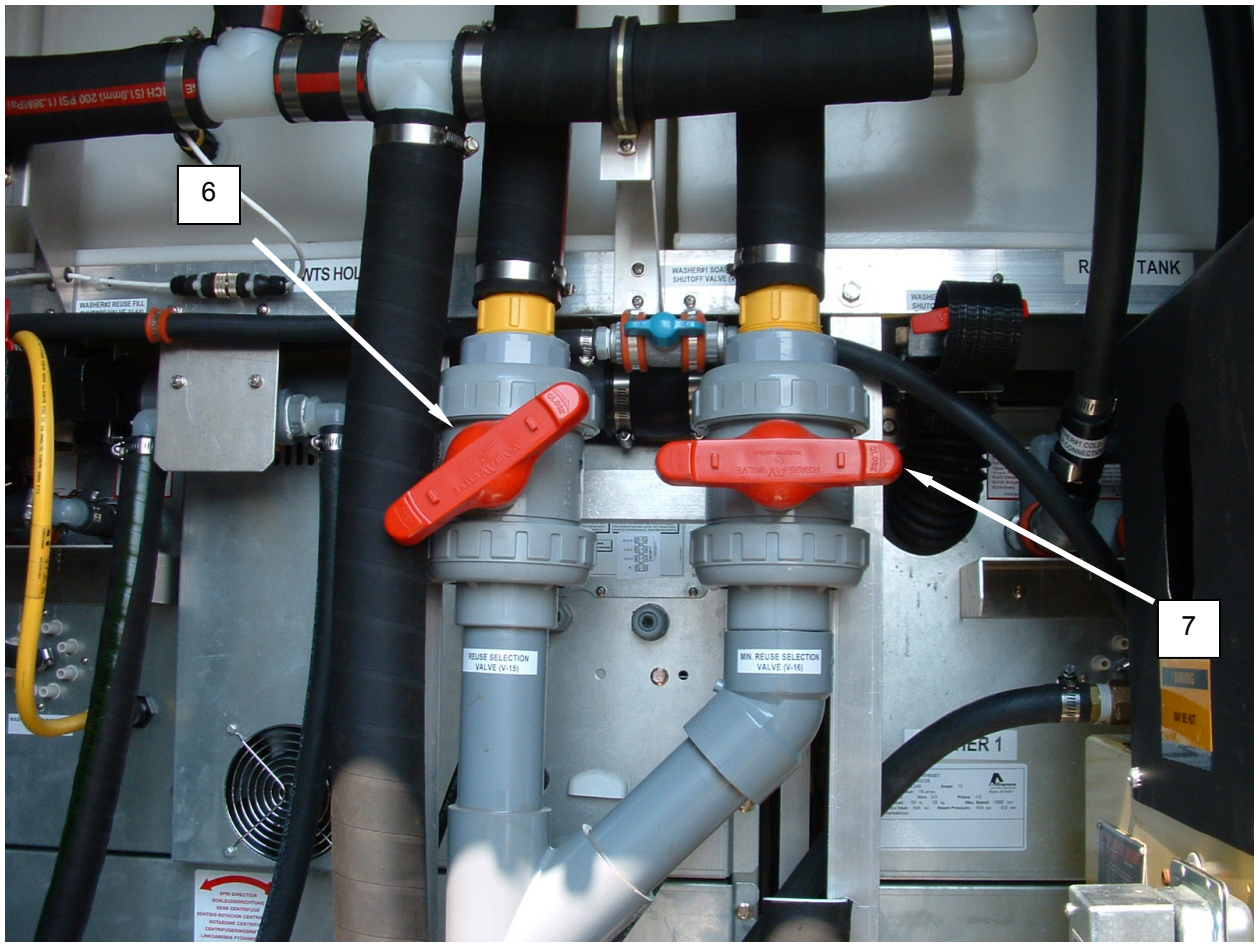
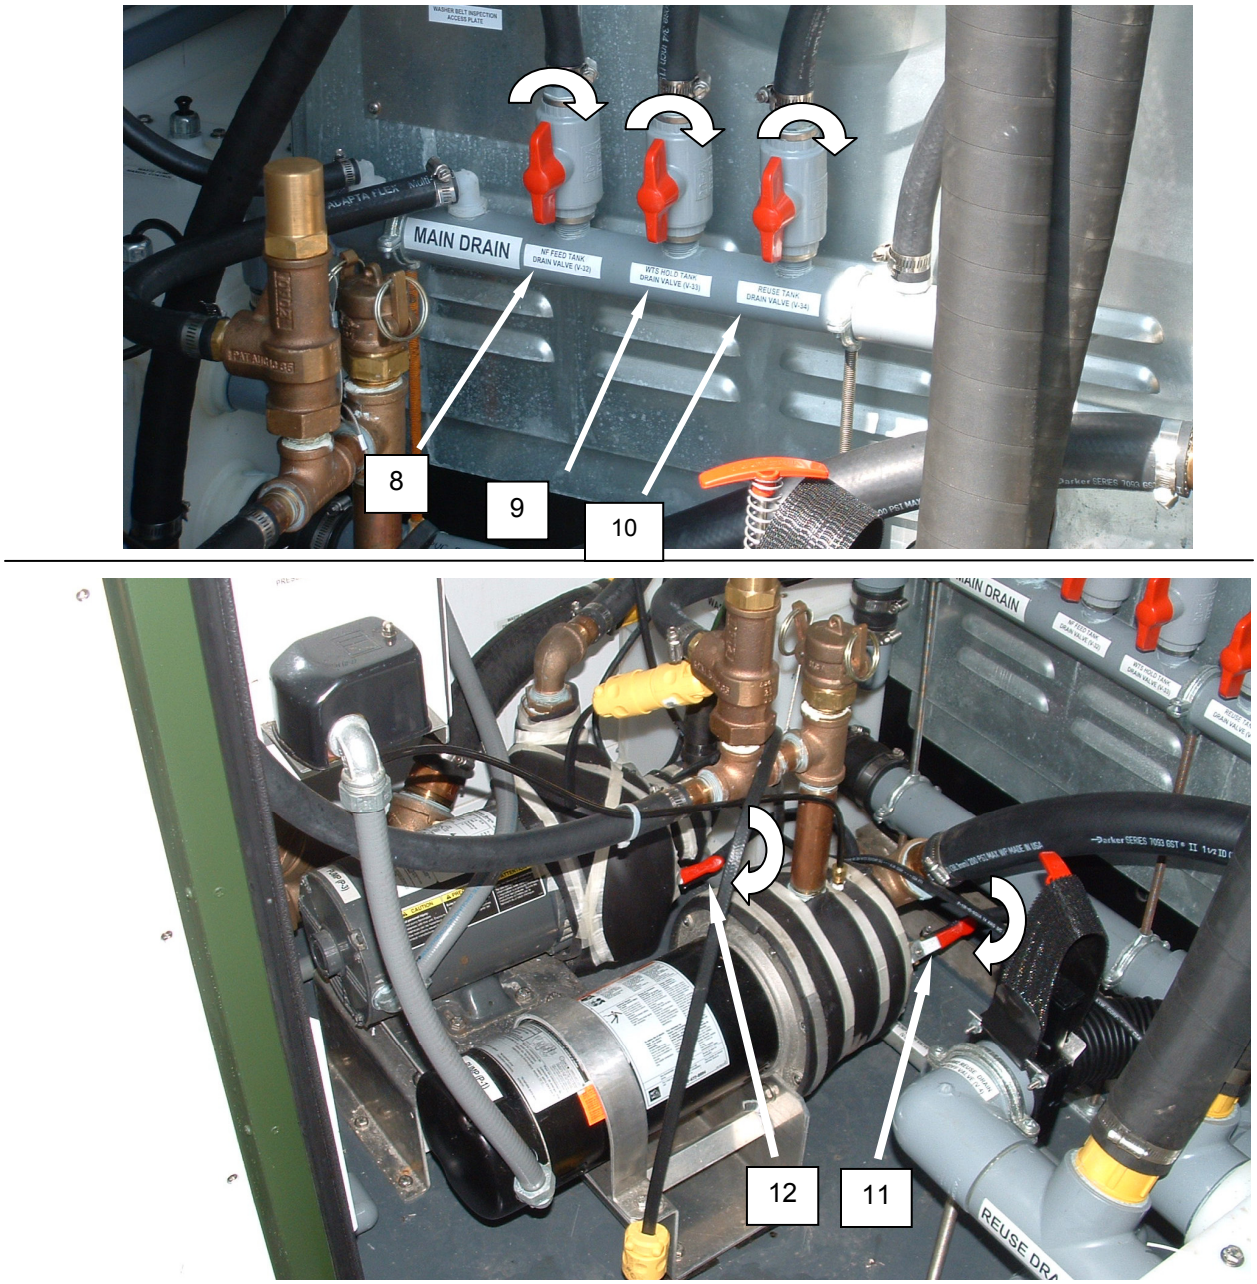

Figure 5. Valves V-15 and V-16.
Figure 6. Drain Valves.
Valve V-15 **(Figure 5, Item 6)** is shown throttled to a midway position. It is inadvisable to open V-15 fully, as this may cause the WTS Hold Tank to overflow.
1. Locate the water reuse selection valves V-15 **(Figure 5, Item 6)** and V-16 **(Figure 5, Item 7)** located behind the washers, and set the valves as shown in Figure 6.
2. Close the tank drain valves V-32 **(Figure 6, Item 8)**, V-33 **(Figure 6, Item 9)**, and V-34 **(Figure 6, Item 10)**.
3. Close the pump drain valves V-53 **(Figure 6, Item 11)** and V-54 **(Figure 6, Item 12)**.